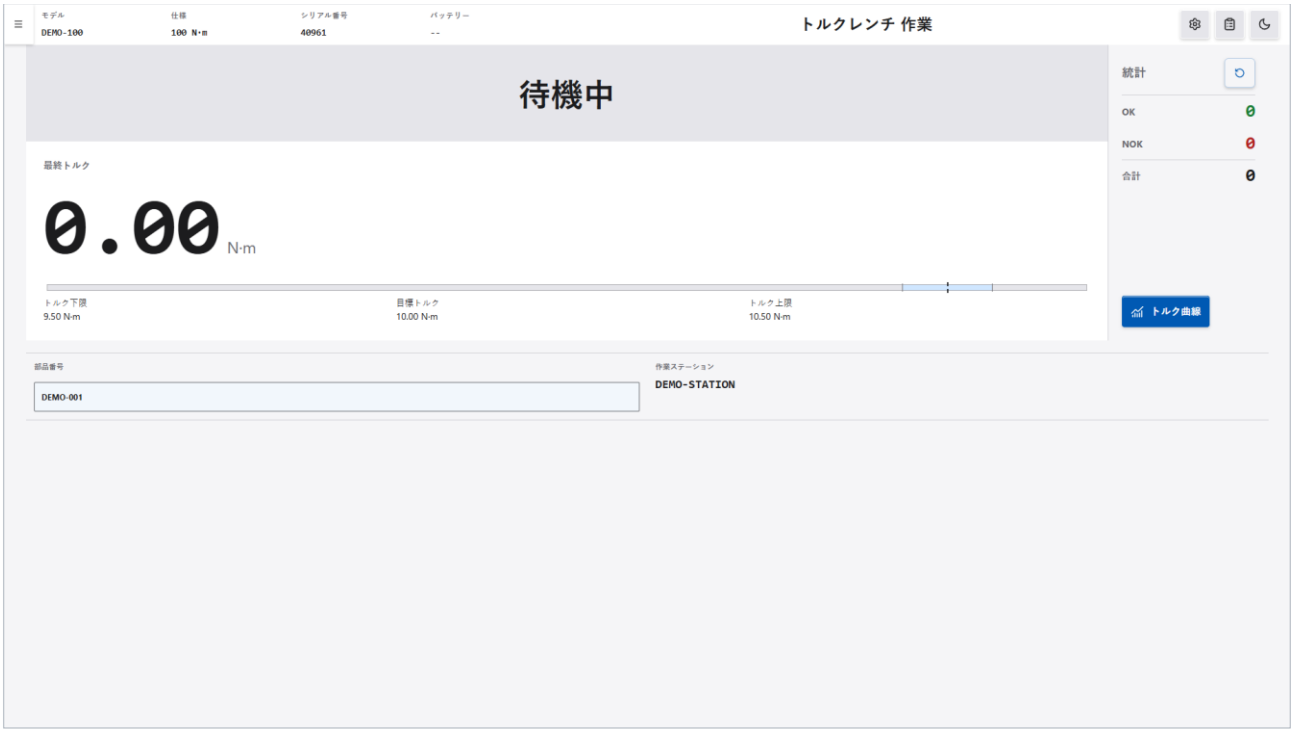

図 5-6　トルクレンチの作業画面
1. ナビゲーションメニューで「回転式センサー」→「トルクレンチ」をクリックします。画面に「トルクレンチ 作業」が表示され、判定バナーには「待機中」と表示されます（図 5-6 を参照）。